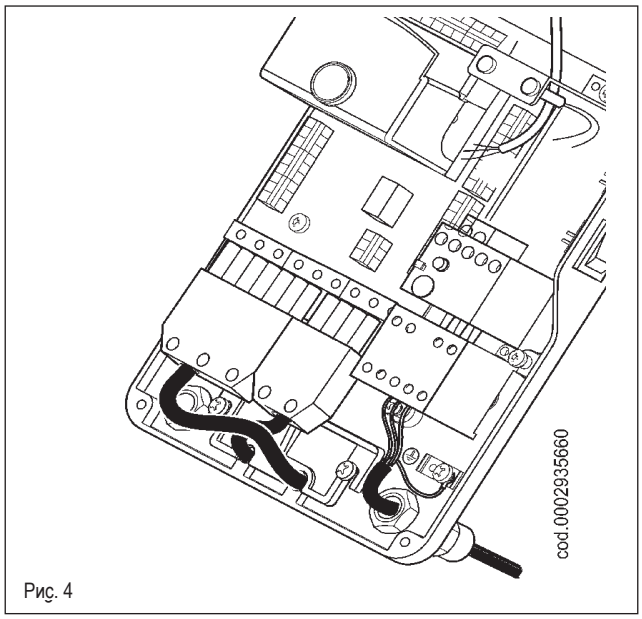

Рис. 4
- Открутите 4 винта (1), как показано на рисунке 1. Снимите крышку для получения доступа к щиту управления горелки.
- Ослабьте винты (2) для снятия зажимной пластинки проводов (3), проденьте через отверстия два разъёма (7-штырьковый и 4-штырьковый), как показано на рисунке 2. Если горелка трёхфазная, соедините питающие провода (4) к дистанционному выключателю, закрепите заземляющий провод (5) и затяните соответствующий хомут.
- Установите зажимную пластинку, как показано на рисунке 3. Поверните эксцентрик (6) так, чтобы пластинка должным образом надавила на два провода. После этого закрутите винты фиксации пластинки. Наконец, соедините два разъёма (7-штырьковый и 4-штырьковый), смотрите рисунок 4.